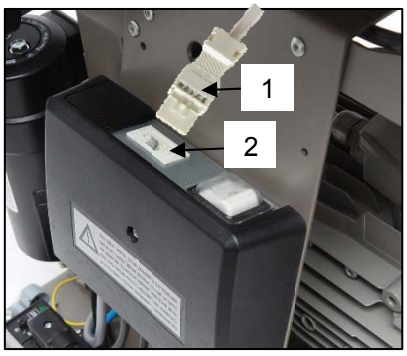

Fig.11
- Connect the cabinet to the compressor using the electrical cord with the connector (1) into the socket (2). (Fig. 11)
- Check the connection of the cabinet connector to the compressor. (Fig. 11)